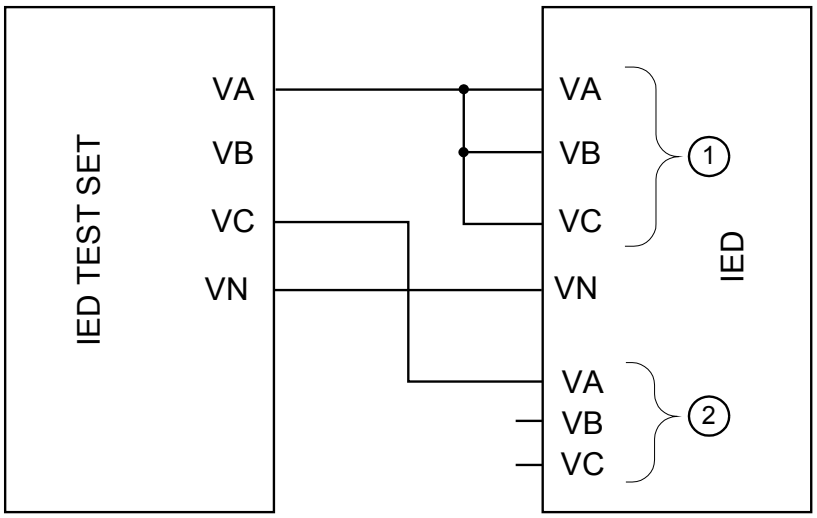

Figure 59: Connection of the test set to the IED for test of V2 block level
1. Connect voltages to the IED according to valid connection diagram and figure 59.
2. Apply voltage higher than the highest set value of *VDTrip*, *V1Low* and *V2Low* to the V1 three-phase inputs and to one phase of the V2 inputs according to figure 59.